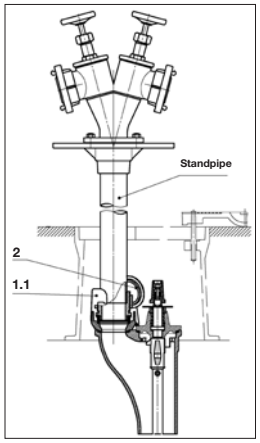

Figure 3
- Remove and hold claw cover (2). If cover is plastic, place it next to street cap. Attach standpipe and fix. **First open the standpipe valve completely, then the hydrant main shut-off valve (Fig. 3).**
- Clean the claw (1.1) and claw cover (2).
- Remove and hold claw cover (2). If cover is plastic, place it next to street cap.
- The control of the extraction rate is only permissible via the valves installed on the standpipe (Fig. 3).